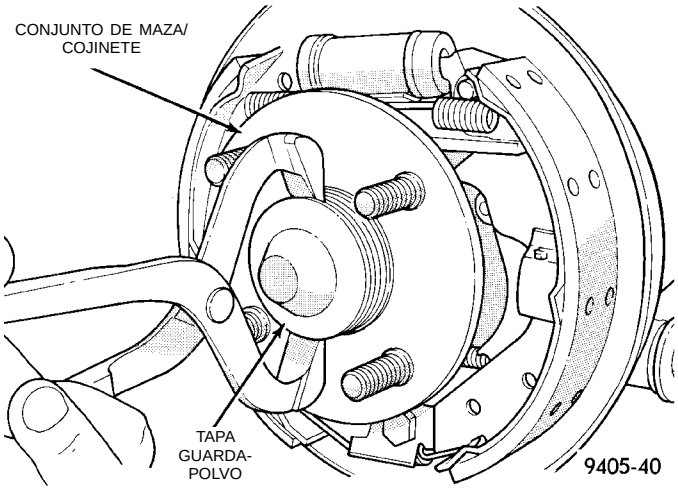

Fig. 143 Desmontaje de la tapa guardapolvo
(15) Retire la tapa guardapolvo (Fig. 143) del conjunto de maza/cojinete trasero.